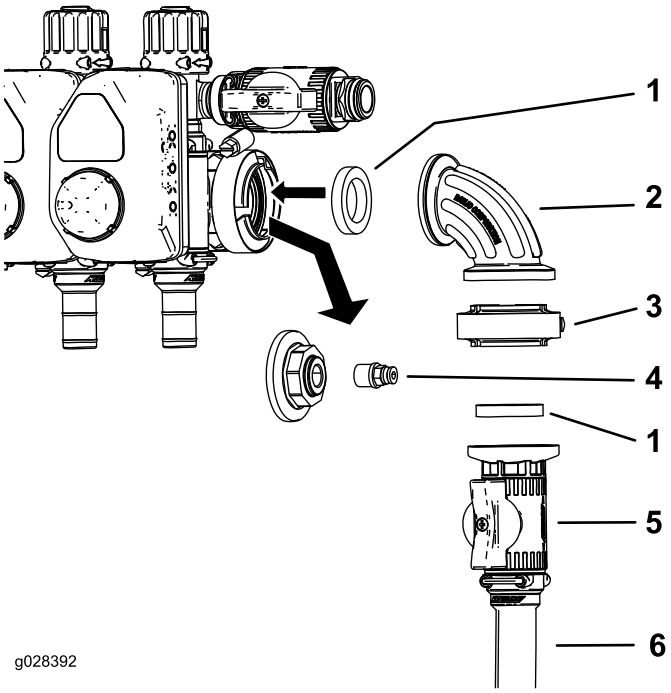
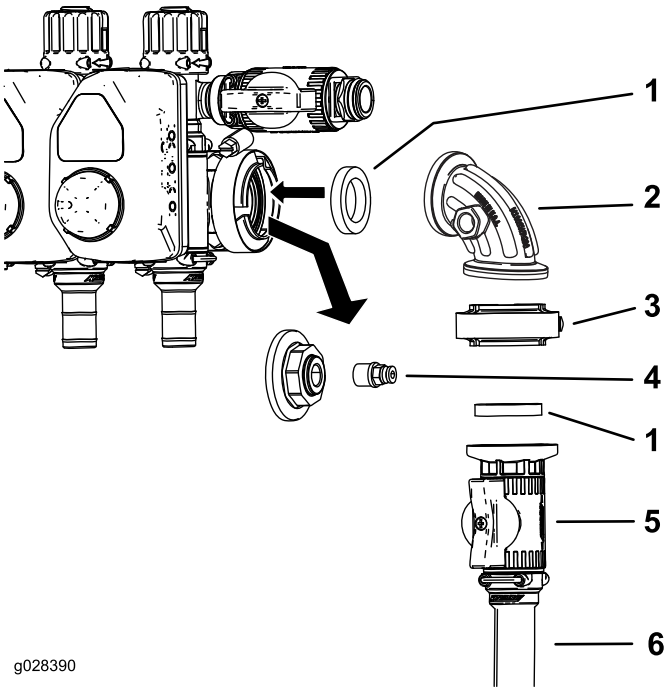

Figur 7
Figur 8
1. Fjern den flangeklemme, der fastgør endedækslet og koblingsenheden på trykmålerporten (Figur 7 eller Figur 8).
2. Fjern koblingsenheden fra endedækslet (Figur 7 og Figur 8).
3. Monter kontrolventilen som vist i Figur 7 eller Figur 8.
4. Monter koblingen i den åbne port på fittingen på 90 grader (Figur 7 eller Figur 8).
Bemærk: Porten i siden af 90-grader-fittingen til Multi Pro 1750 og Multi Pro WM findes på frontsiden (ikke vist) af fittingen i Figur 7.
5. Tilslut slangetromlens forsyningsslange til kontrolventilen ved hjælp af en slangeklemme (Figur 7 eller Figur 8).